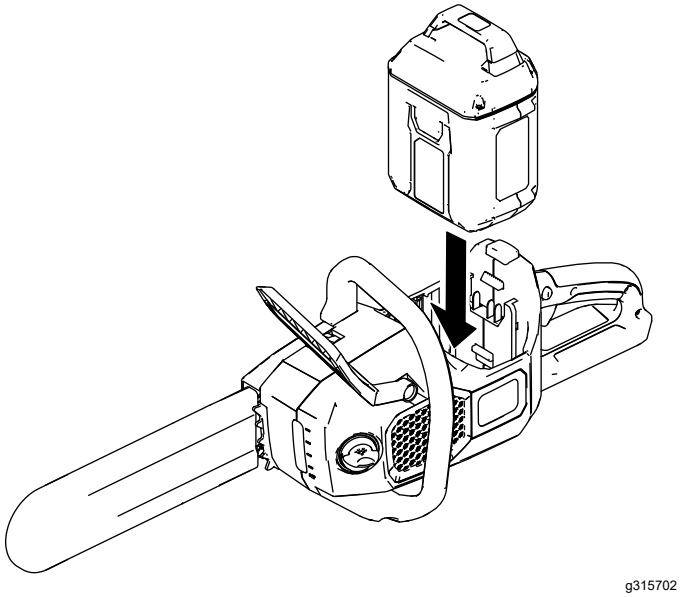

Figur 22
2. Innrett tungen på batteripakken i batterirommet i motorsagen (Figur 22).